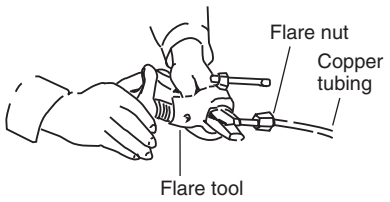

Fig. 5-3
(3) Remove the flare nut from the unit and be sure to mount it on the copper tube.
(4) Make a flare at the end of the copper tube with a flare tool. (Fig. 5-3)